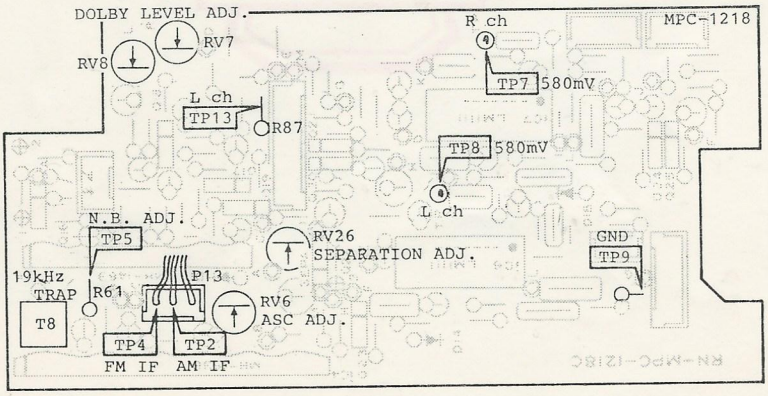

Fig. 21
(2) Alignment (Refer to Fig. 21 and 22)
(1) Connections a. Stereo signal generator·····Connect the TP 1
(1) Connections Same as separation alignment
(1) Connections
(2) Alignments (Refer to Fig. 21 for ADJUSTMENT POINTS.)